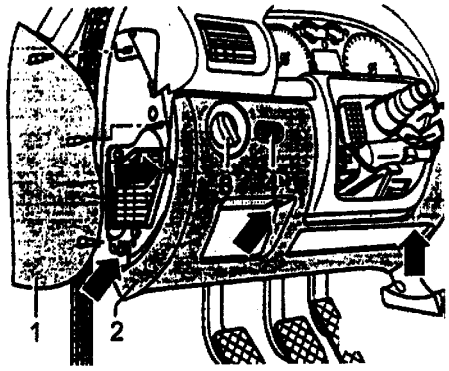

图 6－20
⑦如图 6－21 所示。向上移动护板 1，并且使用辅助工具（例如：螺帽扳手手柄）2 夹紧。拆下四个螺钉（箭头）。拧取下盖子 3。